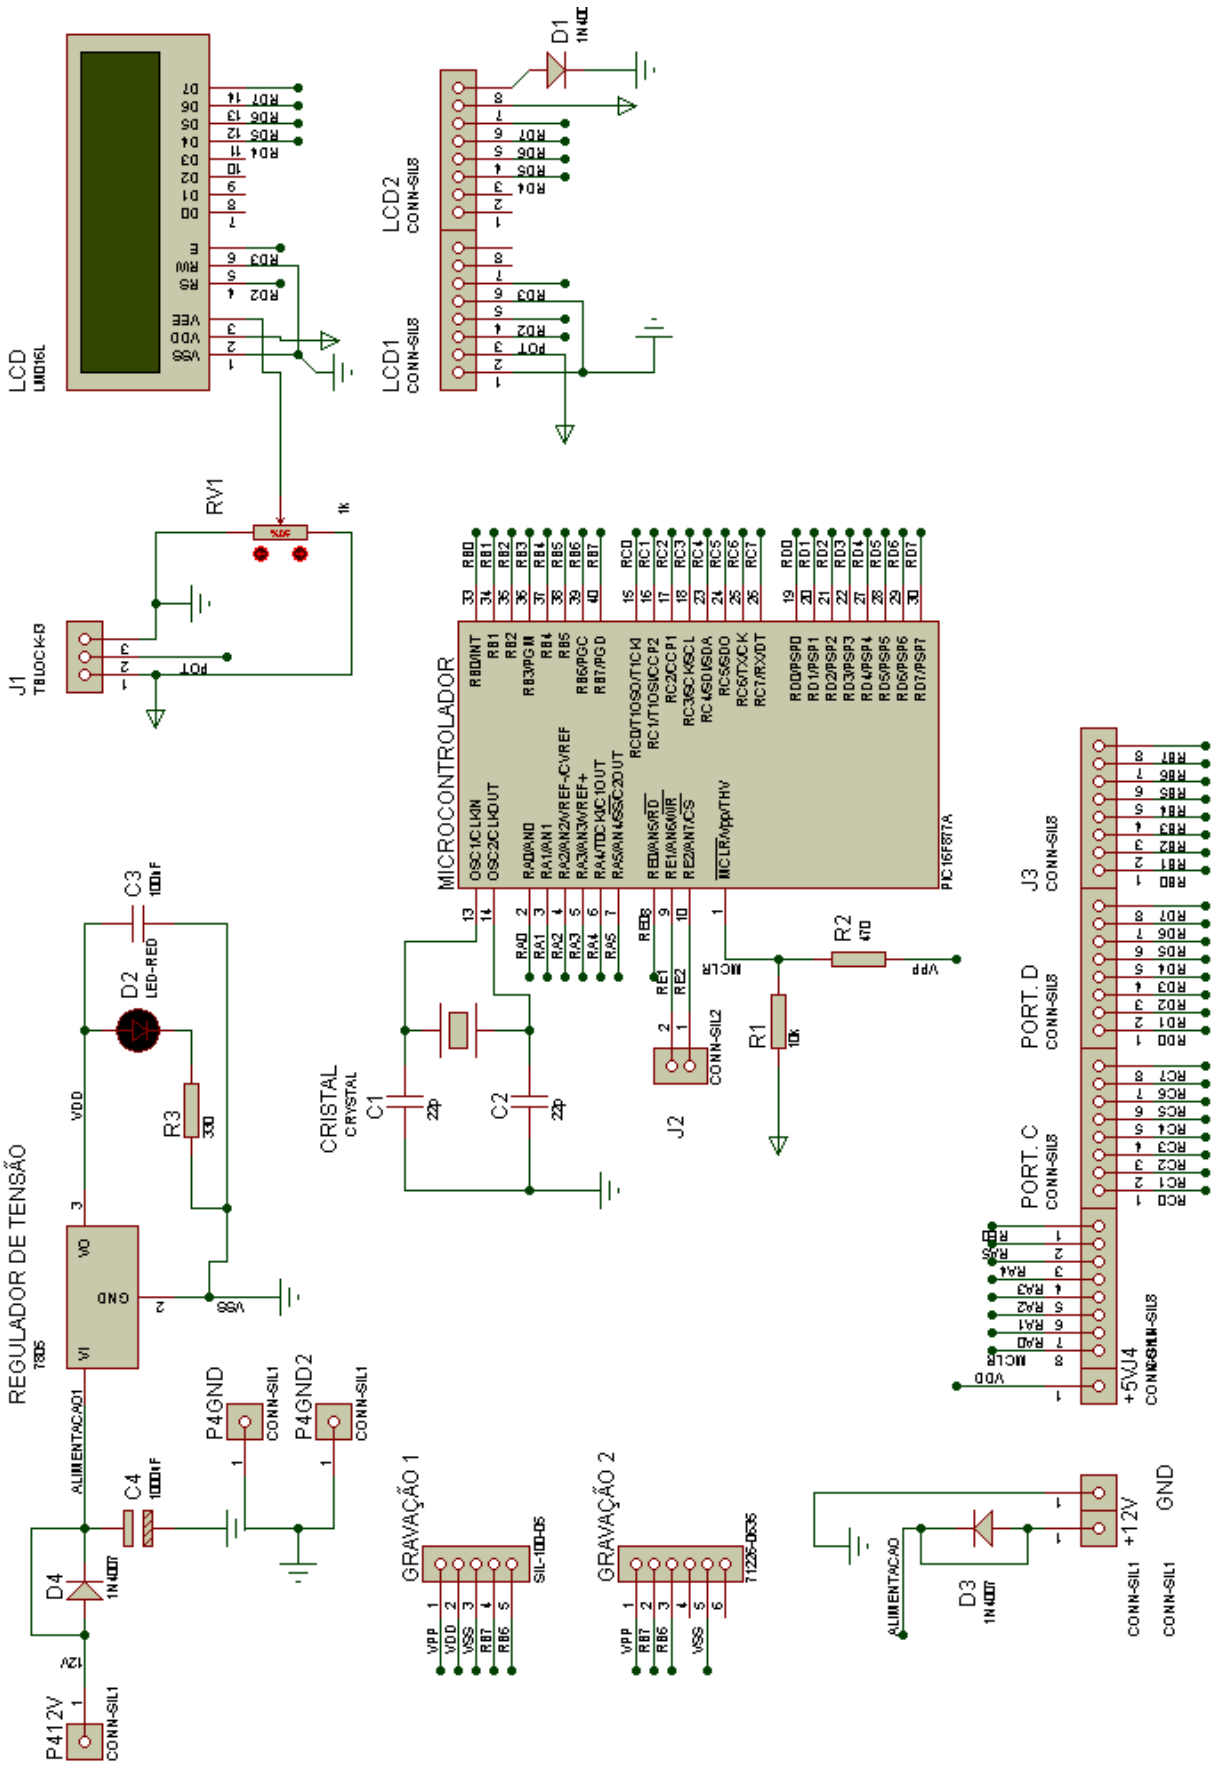

Figura 1 - esquema elétrico
2.1 Circuito , é apresentado na Figura 1, o esquema elétrico.